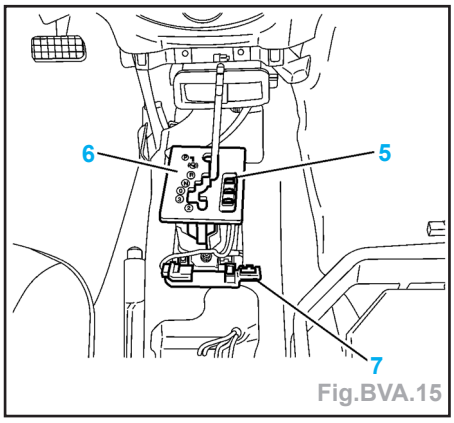

Fig.BVA.15
- Déposer (Fig.BVA.15) :
- le support du connecteur (7),
- les interrupteurs (5),
- la grille de sélection (6) (clippé).